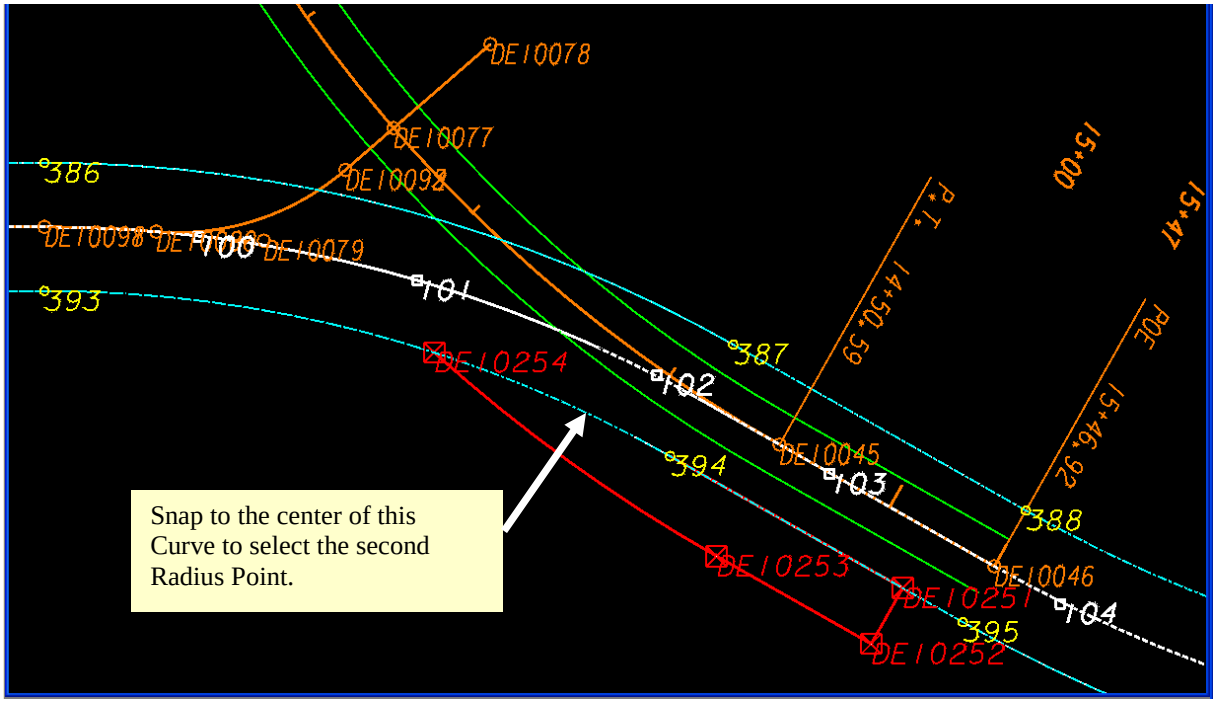
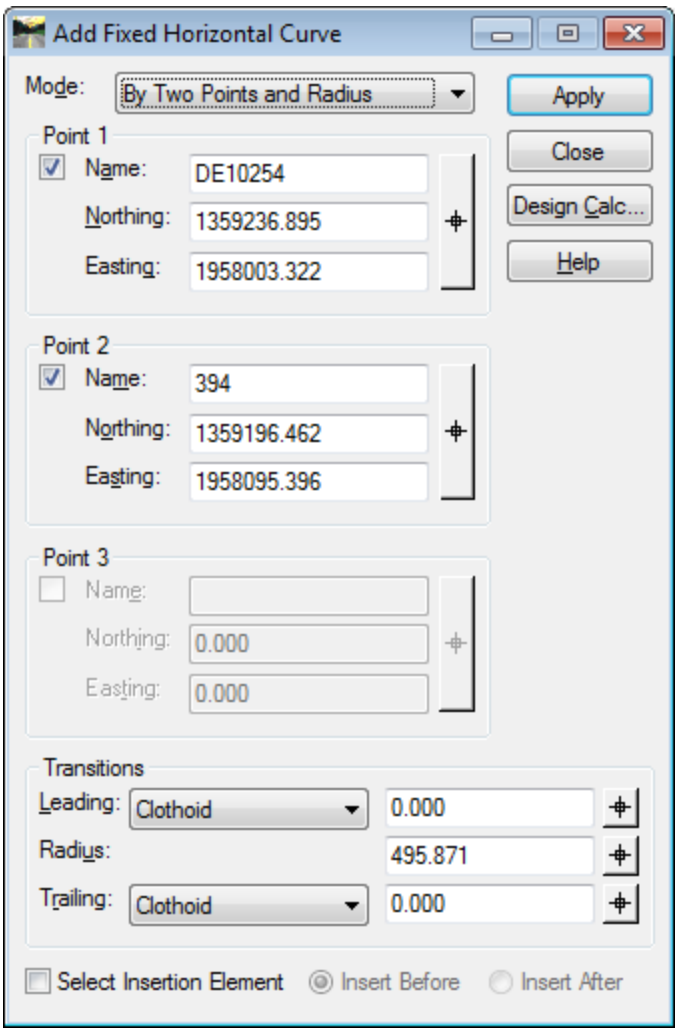

Figure L12-86 MicroStation View
Figure L12-87 Add Fixed Horizontal Curve
77.	**Add a Curve to Alignment DE105 from Point DE10254 to 394.** • In the **Add Fixed Horizontal Curve** dialog, use the **Locate** buttons to select **Point 1** and **Point 2** as **DE10254** and **394** respectively. • In the **Add Fixed Horizontal Curve** dialog, click the **Locate** button next to the **Radius:** entry field. • Notice in the bottom right corner of the MicroStation window you are prompted to > **Identify first radius point**. • Left click on Point **DE10254**. • Notice in the bottom right corner of the MicroStation window you are prompted to > **Identify second radius point**. • Change the MicroStation snap mode to **Center** by clicking the snap icon ( ) near the bottom center of the MicroStation window and selecting Center from the pop-up window. • Using the MicroStation snap procedure, tentative snap to the center of the Curve identified in *Figure L12-86*. • If snapped properly the message > **Radius from 'DE10254' to 'DE10094': 495.871** will appear in the bottom middle of the MicroStation window. • Left click in the MicroStation window to accept the tentative snap location and return to the **Add Fixed Horizontal Curve** dialog. • Ensure your entries match those shown in *Figure L12-87*. • Click **Apply**.